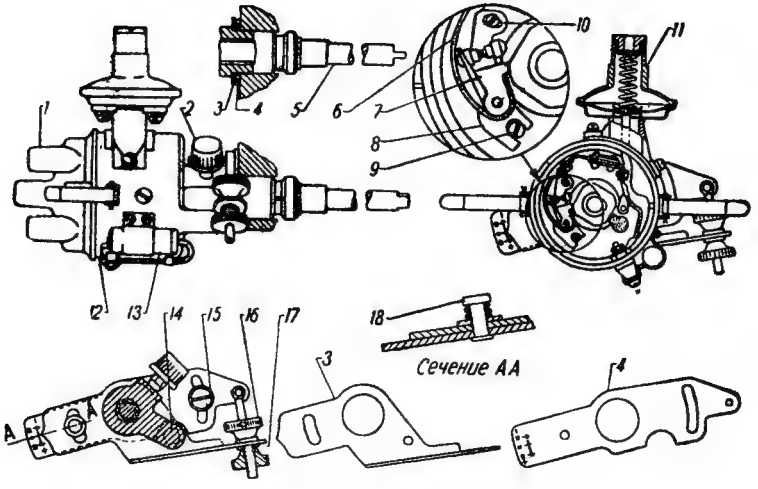

Рис. 22. **Распределитель зажигания.**
Для изменения зазора следует ослабить винт 10 (рис. 22), крепящий пластину, несущую неподвижный контакт прерывателя, и, вращая винт 9, установить по щупу требуемый зазор. После установки правильного зазора завернуть фиксирующий винт 10 крепления пластины.
8. Гайками 16 и 17 (рис. 22) плавной вастройки установить шкалу октан-корректора на нулевое деление.